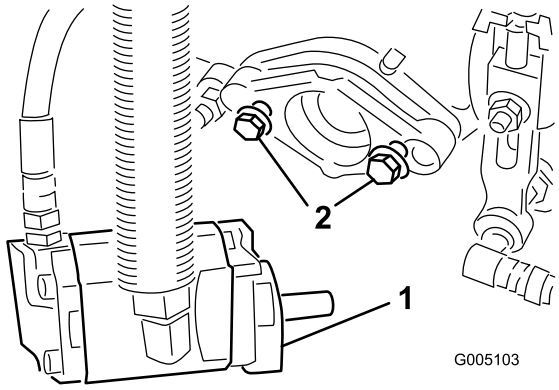

Figur 12
7. Monter monteringsboltene for spolemotoren på hver av klippeenhetene. La ca. 13 mm av gjengene være eksponert på hver monteringsbolt (Figur 12).
11. **Stram monteringsboltene** (Figur 12).